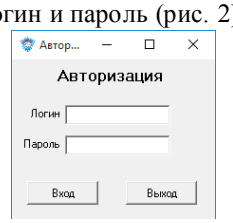

Рис. 2. Окно Авторизации
2. Эксперт проходит авторизацию, вводит логин и пароль (рис. 2).